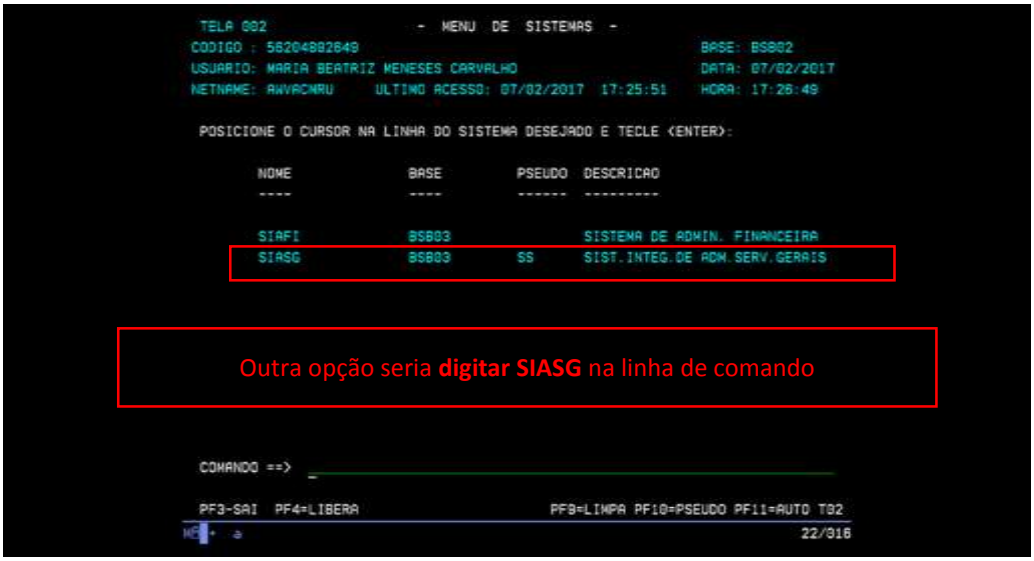

Figura 4: Tela de acesso ao Sistema Integrado de Administração de Serviços Gerais
- Ao acessar o sistema, o usuário deverá selecionar a opção "SIASG" e pressionar a tecla "Enter"(Figura 4);